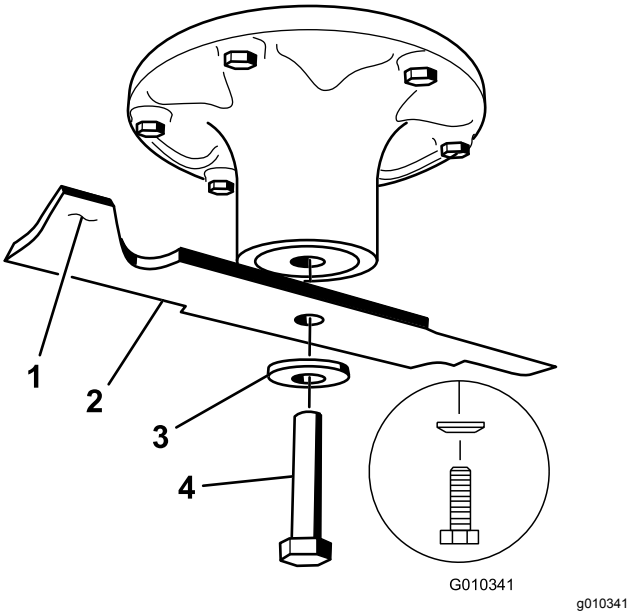

Figur 67
2. Fjern skæreknivsbolten, den buede spændeskive og skærekniven fra spindelakslen (Figur 67).
1. Monter skærekniven på spindelakslen (Figur 67).
2. Monter den buede skive (med den buede side mod skærekniven) samt knivbolten (Figur 67).